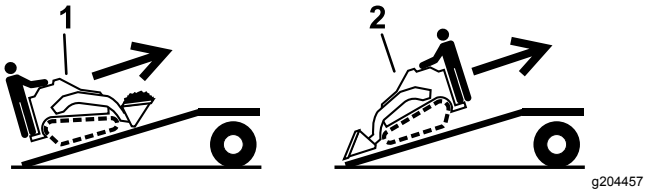

**Rysunek 30**
5. Załadunek maszyny na przyczepę wykonuj tak, aby cięższa jej strona była po wyższej stronie pochylni, ładunek przewoź nisko (Rysunek 30).
1. Obniż pochylnię i upewnij się, że kąt pochylni względem podłoża nie przekracza 15 stopni (Rysunek 30).